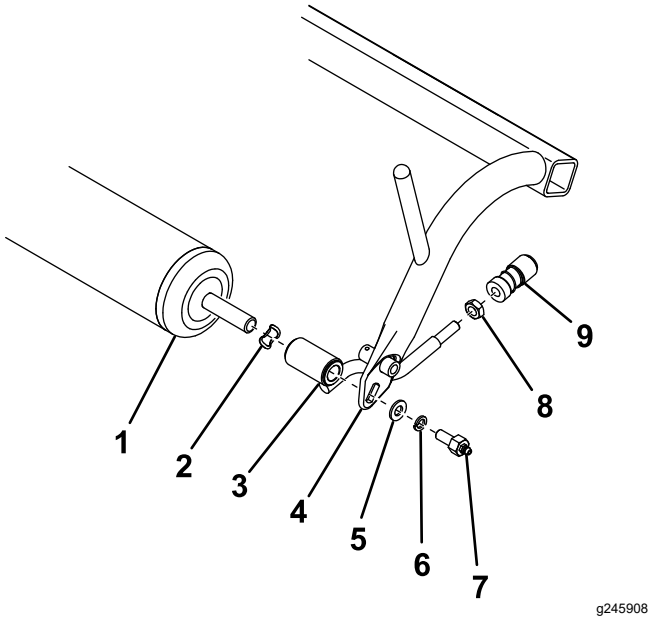

Figur 1
2. Fjern rullen, fjederskiverne, trækledssamlingerne, de flade spændeskiver, sikringsskiverne og fedtskruerne fra trækrammen (Figur 1).
3. Afmonter kugleledsrecipienterne fra trækledssamlingerne, og gem dem (Figur 1). Kasser alle de dele, du fjernede tidligere, undtagen rullen og kugleledsrecipienterne.